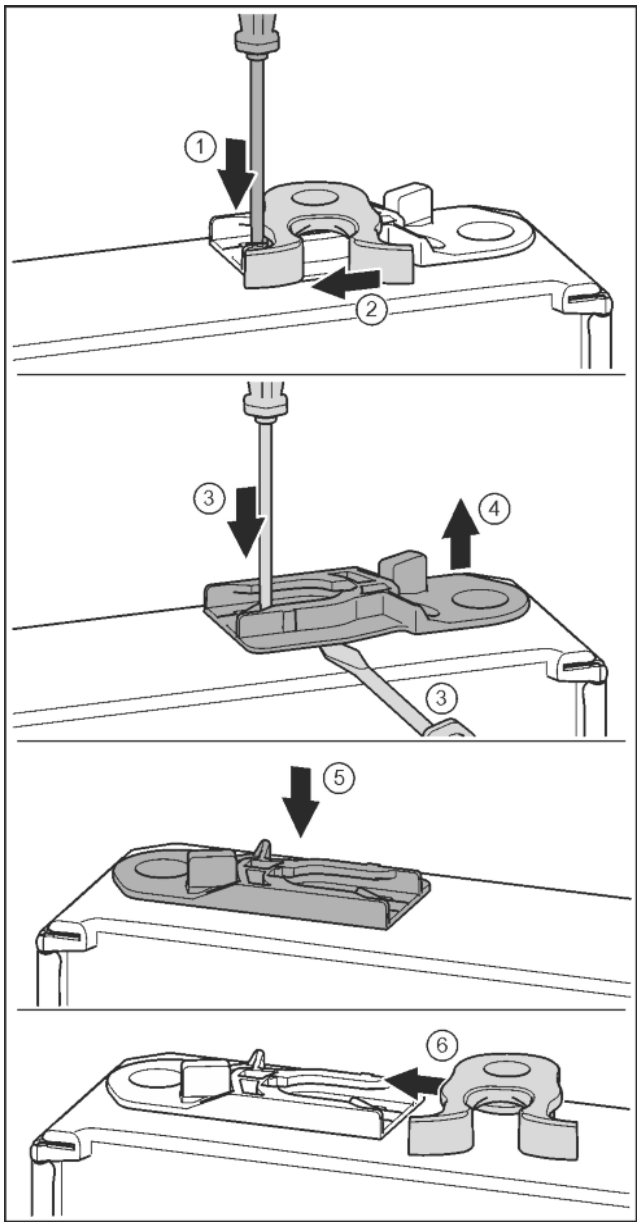

Fig. 19
- ▶ Push the lug downwards with a slotted screwdriver. *Fig. 19 (1)*
- ▶ Pull the door latch out of the guide. *Fig. 19 (2)*
- ▶ Remove the guide bush: Press tab with Phillips screwdriver and, at the same time, insert the Phillips screwdriver under the guide bush. *Fig. 19 (3, 4)*
- ▶ Slide guide sleeve enclosed in scope of supply onto other side of housing. *Fig. 19 (5)*
- ▶ Slide locking hook into guide. *Fig. 19 (6)*